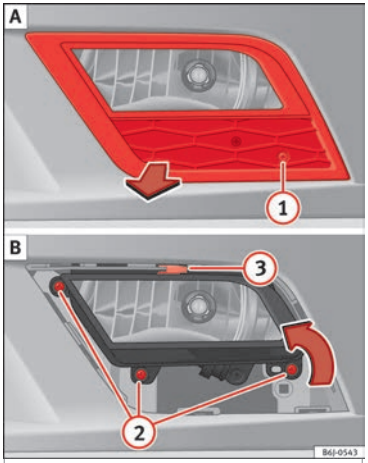
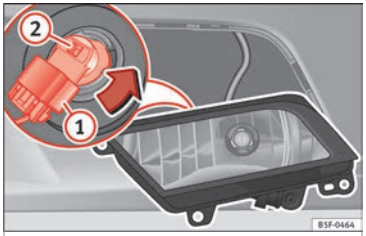

Fig. 96 Fog light: extracting the grille.
Fig. 97 Fog light: Remove the bulb holder.
– Remove the bolt ››› **Fig. 96** (1) from the fog light grille with a screwdriver.
– Remove the 3 bolts (2).
– Remove the metal clip situated on the upper part of the fog light by pulling away from the vehicle (3) and extract the fog light.
– Remove connector ››› **Fig. 97** (1) from the bulb.
– Turn the bulb holder ››› **Fig. 97** (2) to the left and pull.